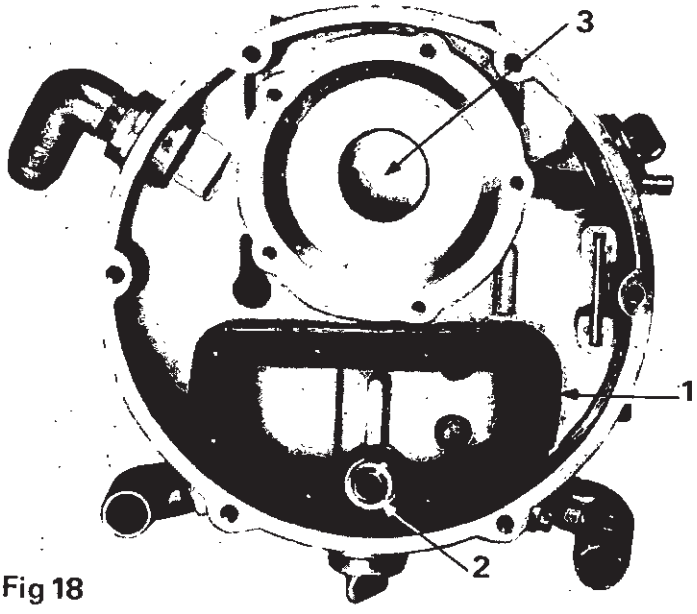

Fig 18
- procéder au montage de la soupape du 2ème stade équipée d'un joint torique neuf et après s'être assuré du parfait état de sa surface d'étanchéité. Si nécessaire, remplacer la soupape. (Fig. 18)
- monter le ressort dans le siège prévu dans le corps du réducteur (Fig. 18).